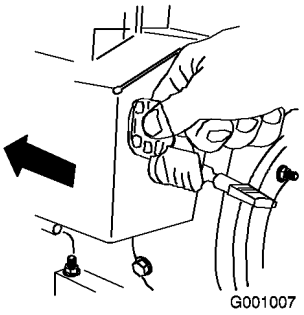

Figur 22
5. Sätt i tändningsnyckeln (Figur 22).